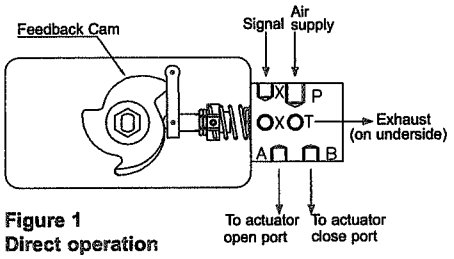
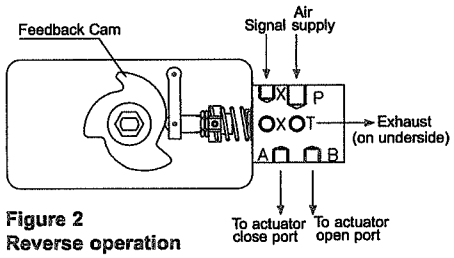

Figure 1
Figure 2
4. Connect the air ports as shown in Fig. 1 for direct action and in Fig. 2 for reverse action.